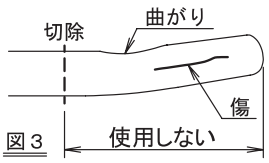

図３
(1) フレアレスジョイント挿入部に傷・曲がり・偏平・熱劣化がある場合は切除してください。（図３参照）
(2) 配管の挿入部を真っすぐに矯正してください。
(3) 内外面に異物が付着している場合は除去してください。